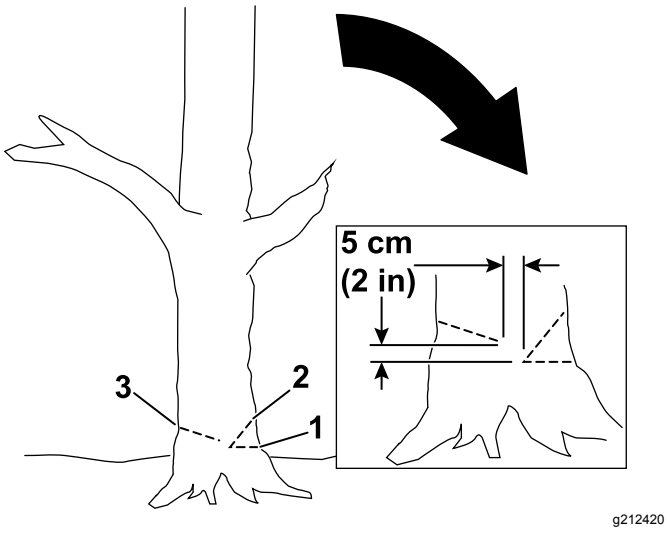

Figure 15
4. Commencez par couper le tiers du diamètre de l'arbre, du côté où vous voulez qu'il tombe (Figure 15).
5. Faites une deuxième coupe oblique pour former une encoche, en commençant au moins 5 cm (2 po) au-dessus de la première coupe (Figure 15).
6. Faites le trait d'abattage du côté opposé à l'encoche et environ 5 cm (2 po) plus haut que le bas de l'encoche, comme montré à la Figure 15.
Important: **Important : Arrêtez la troisième entaille 2,5 à 5 cm (1 à 2 po) avant l'encoche pour former une charnière entre les entailles (Figure 15), ce qui empêche l'arbre de tomber dans la mauvaise direction ou de pivoter dans sa chute.**
Remarque: Quand le trait d'abattage approche de la charnière (Figure 15), l'arbre devrait commencer à tomber.